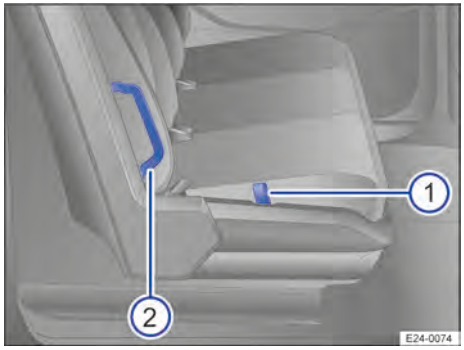

Fig. 87 Panel de separación flexible en la posición de asiento.
1. Tire de la cinta → Fig. 87 ① y manténgala en esa posición.
2. Tire hacia delante del asiento por el asidero → Fig. 87 ②.
2. Tire de la cinta → Fig. 87 ① y manténgala en esa posición.
3. Tire del asiento por el asidero → Fig. 87 ② hacia atrás y presiónelo hacia abajo.